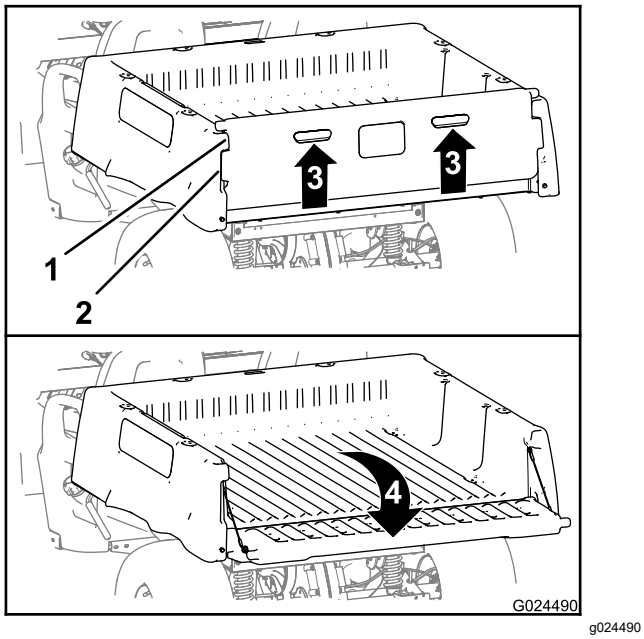

Figuur 16
2. Til de klepjes op het achterste paneel van de achterlaadklep omhoog (Figuur 16).
3. Lijn de borgflenzen van de achterlaadklep uit met de openingen tussen de flenzen van de achterlaadklep van de laadbak (Figuur 16).
4. Draai de achterlaadklep naar achteren en omlaag (Figuur 16).
6. Draai de achterlaadklep naar boven en naar voren tot de borgflenzen van de achterlaadklep gelijk komen met het vak voor de achterlaadklep in de laadbak (Figuur 16).
7. Laat de achterlaadklep zakken tot deze in de achterzijde van de laadbak zit (Figuur 16).